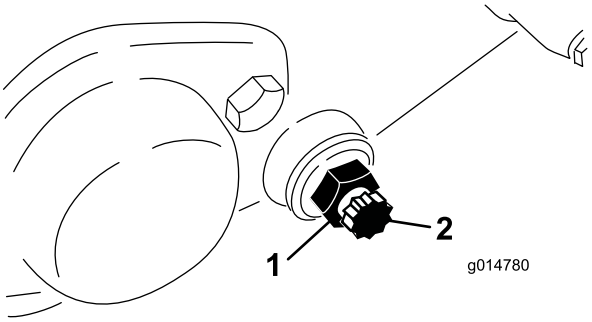

Rysunek 56
3. Po każdej stronie urządzenia poluzuj przeciwnakrętkę mocującą śrubę listwy noża dolnego (Rysunek 56).
4. Zdemontuj każdą śrubę noża dolnego, umożliwiając tym samym usunięcie i demontaż noża dolnego z urządzenia. Pozostaw 2 nylonowe i 2 tłoczone stalowe podkładki na każdym końcu noża dolnego (Rysunek 56).